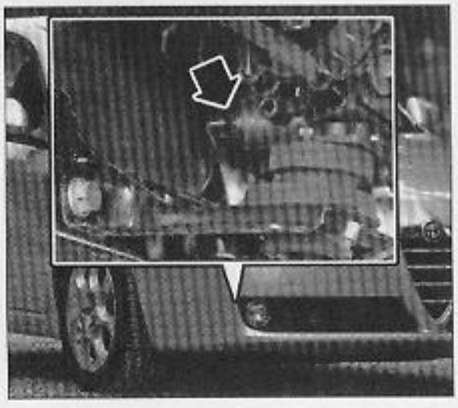

FIG. 6
• Dévisser la vis de purge du liquide de refroidissement moteur **(Fig.6)** et récupérer le liquide.